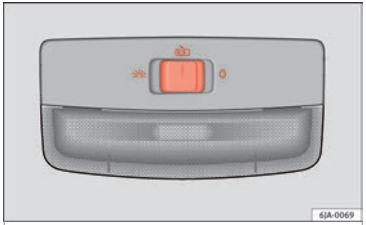

Fig. 51 Interior lighting – version 2.
– Move the light switch to position ⌘ ››› **Fig. 51**.